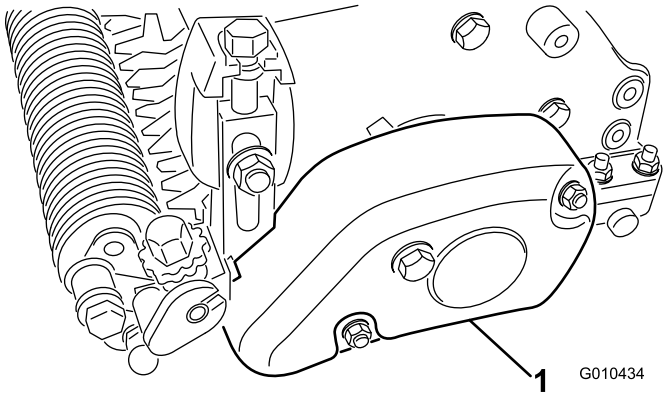

Figura 28
1. Remova a cobertura da correia da caixa do rastelo (Figura 28).